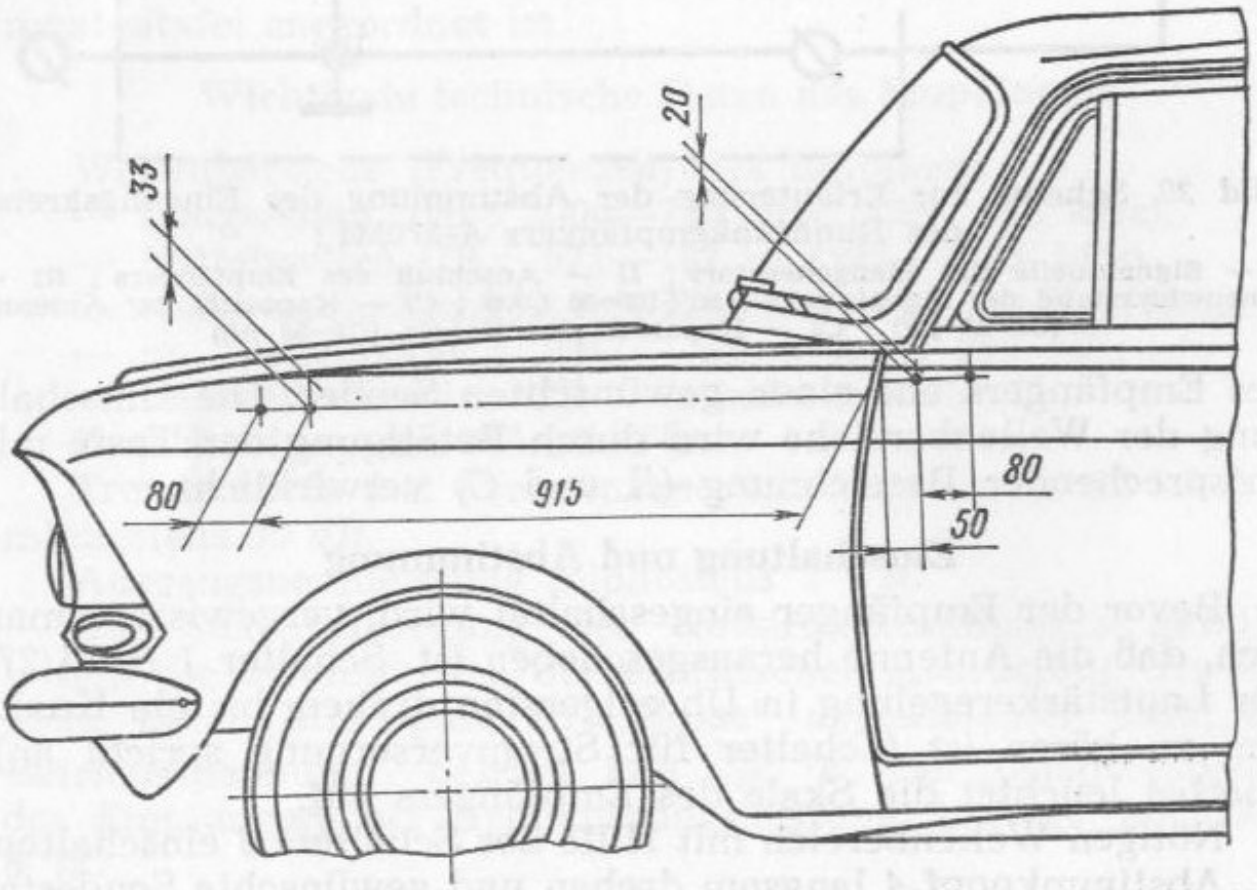

Bild 31. Anordnung der Löcher im Kotflügel und in der Tür der Karosserie für Befestigung des Außenspiegels
geordnet sind, wie in Bild 31 dargestellt, wird dem Fahrer eine ausreichende und praktisch gleiche Übersicht der Straße hinter dem Wagen gewährleistet. In dieser Beziehung sind beide Varianten der Aufstellung des Rückblickspiegels außerhalb der
1. Zwei Bohrungen (Dmr. 6,6 *mm)* in Kotflügel oder Türplatte entsprechend den Abmessungen in Bild 31 bohren.